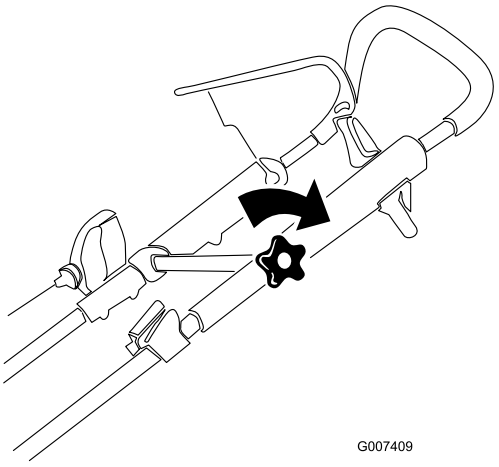

Bild 4
4. Stellen Sie den Bügel auf die gewünschte Stellung und ziehen Sie das obere Bügelhandrad fest (Bild 4).